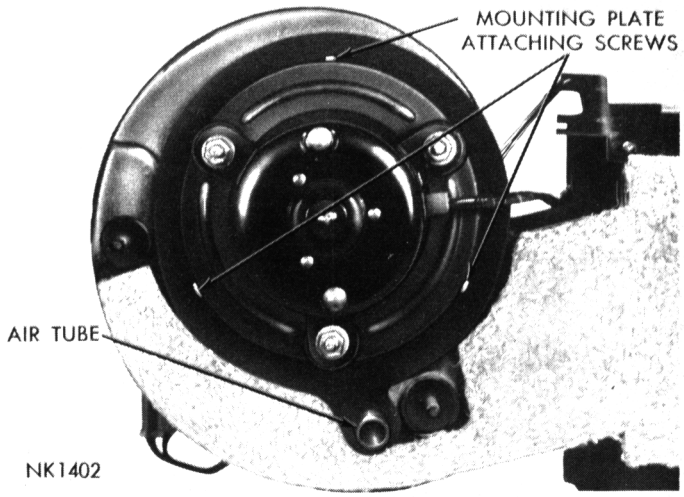

Fig. 84—Blower Motor Installed
(1) Disconnect feed wire at the connector and the ground wire. Remove air tube.
(2) Remove the three sheet metal screws located on the outer surface of mounting plate (Fig. 84).